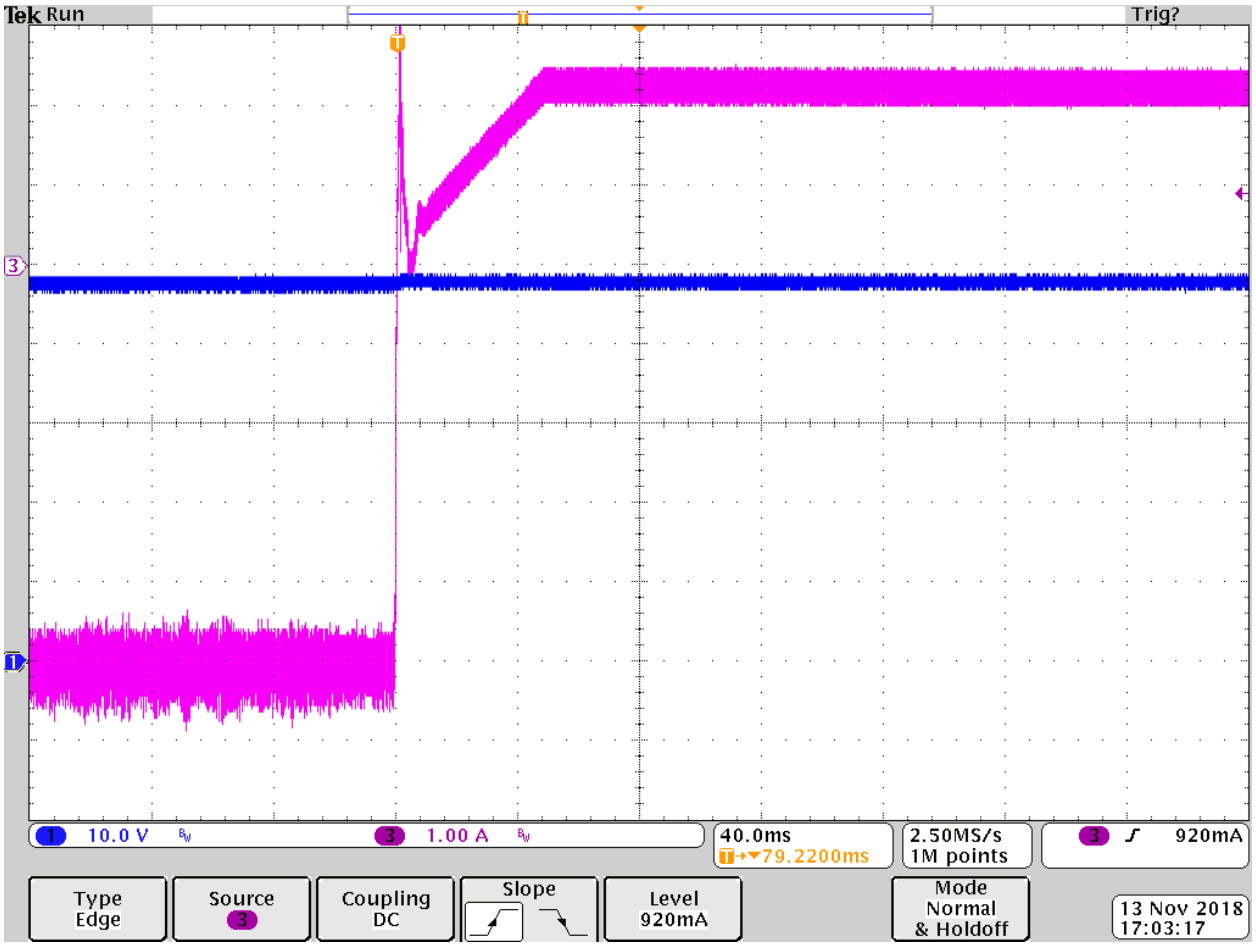

**Figure 20. Power back test. Ch1: DC bus voltage, Ch3: battery current**
3. Now turn on the DC bus supply. Observe the DC bus terminal voltage and the battery current on the scope. The current across the battery terminal becomes positive, the backup operation stops and the converter starts charging the battery. Figure 20 is the typical waveform.